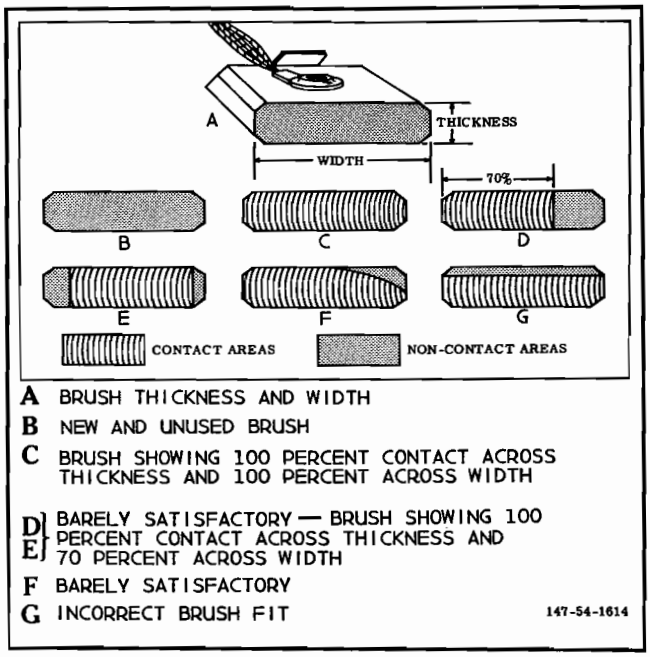

Figure 7-3. Correctly and Incorrectly Fitted Brush
g. Observe brush surface which comes in contact with commutator. At least 70 percent of this surface should show wear. (See figure 7-3.) Any brush with less than 70 percent contact surface should be replaced.